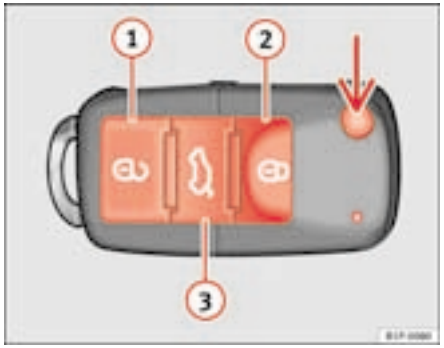

Fig. 63 Assignment of buttons on the remote control key
Using the button ⇒ fig. 63 (arrow) on the control, the key shaft is released.
Unlocking the vehicle ⇒ fig. 63 (1). The doors and the tailgate are unlocked.
Locking the vehicle ⇒ fig. 63 (2)
Unlocking the tailgate. Press the button ⇒ fig. 63 (3) until all indicators on the vehicle briefly flash. When the unlocking button (3) is pressed, 2 minutes remain for opening the door. Once this time has passed, it will lock once more.
Also, the battery indicator on the key ⇒ fig. 63, will flash.
– Lock the vehicle using the driver side door lock with the remote control key ⇒ page 100, fig. 63.